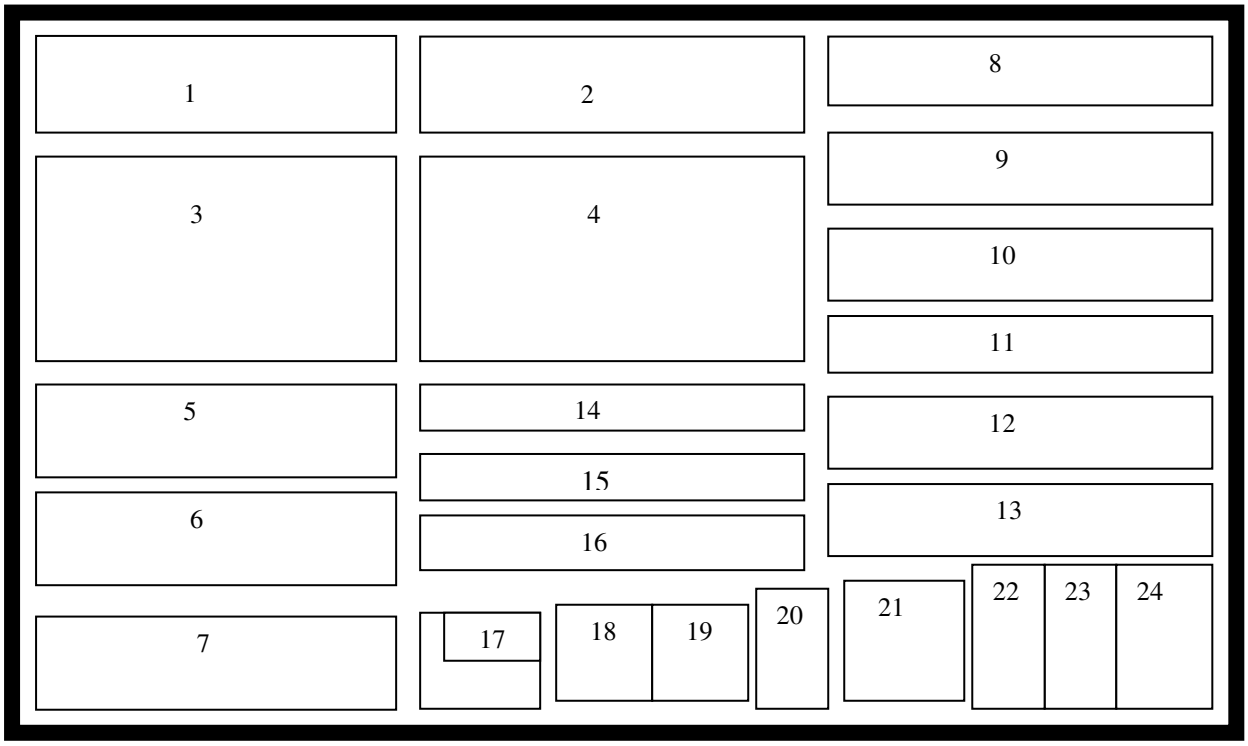

Рис. 3. План организации территории лесного питомника площадью 50 га
3. Вычертите план территории лесного питомника. Примерный план организации территории лесного питомника приведен на рис. 3. Исходные данные для расчета приводятся ниже (табл. 37, 38).